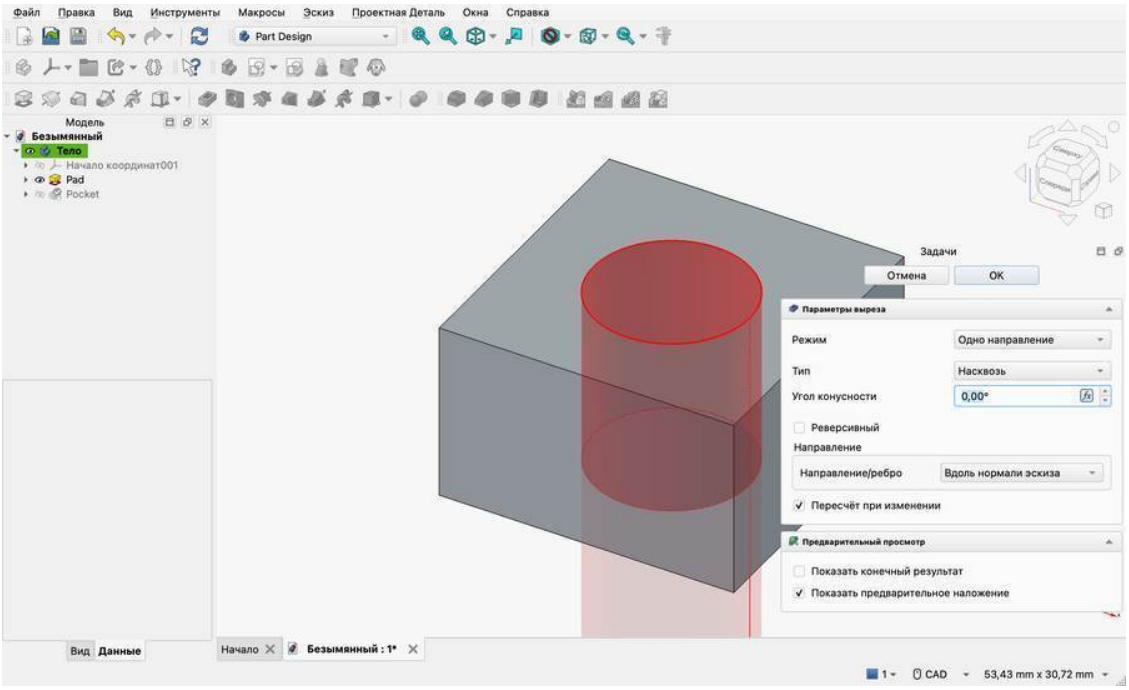

Рис. 3.8 — Вырезание с типом «Насквозь»
9. В списке «Тип» выберите «Насквозь» (Through all). Красный предпросмотр протянется сквозь всю деталь (рис. 3.8). Нажмите «OK».